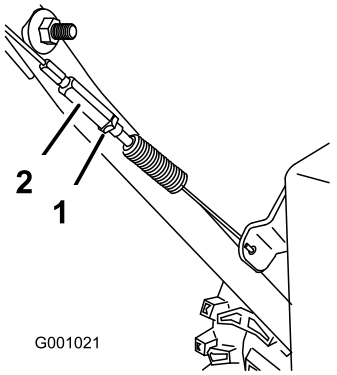

Figur 37
3. Dra åt kontramuttern (Figur 37).